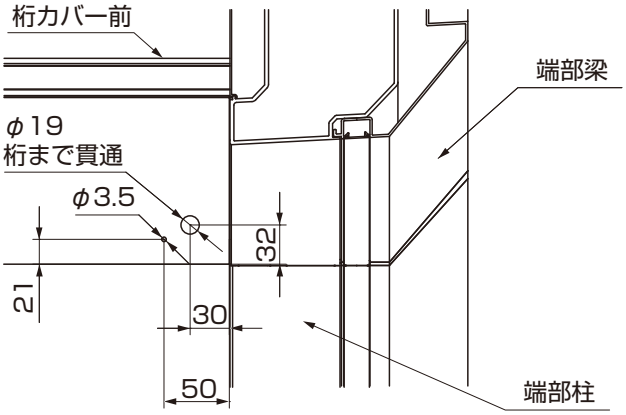

図1-3　正面
①桁カバー前にLED台座取付用のφ3.5下穴をあけてください。(図1-3)